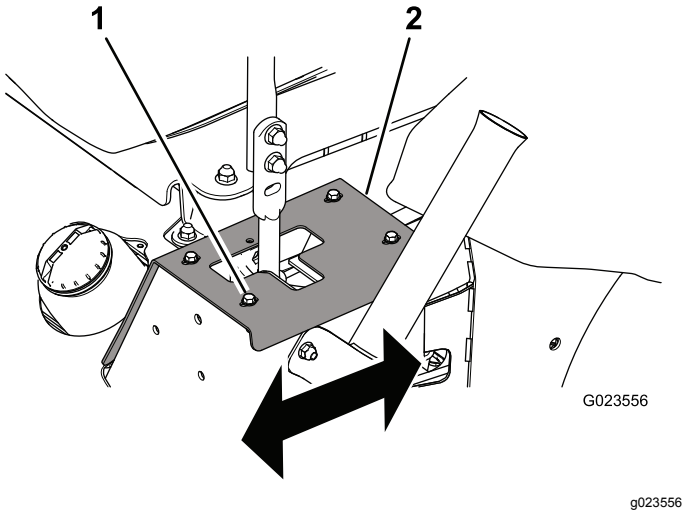

Рисунок 55
- Если ее уводит вправо, ослабьте болты и перемещайте левую упорную пластину назад до тех пор, пока машина не будет двигаться прямолинейно (Рисунок 55).
- Если ее уводит влево, ослабьте болты и перемещайте правую упорную пластину назад до тех пор, пока машина не будет двигаться прямолинейно (Рисунок 55).
3. Затяните болты для фиксации упорной пластины (Рисунок 55).